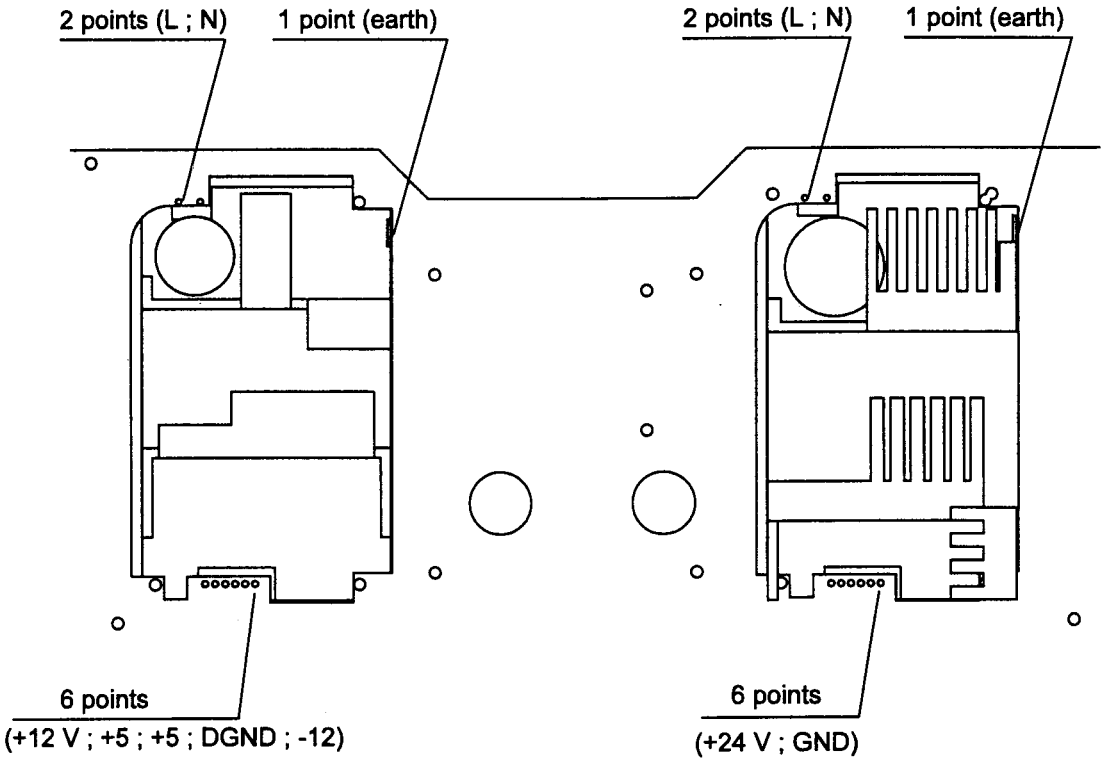

Fig. 8 - Power supply weld points
- **Unsolder** the power supply (9 weld points, Fig. 8).